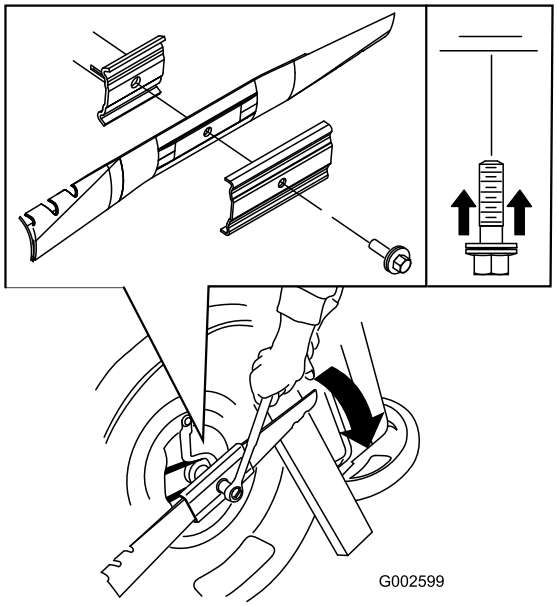

Figuur 27
5. Plaats het nieuwe mes (draai de mesbout rechtsom) en alle bevestigingsmaterialen (Figuur 27).